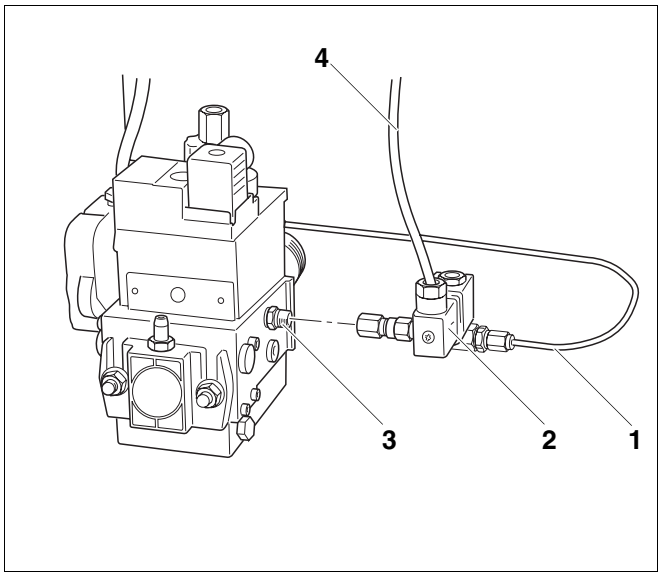

Afb. 92 Gasklep
- Schroef de aanwezige leiding voor het ontstekingsgas (afb. 92, **pos. 1**) aan de gasklep (binnenzijde) en aan de ontstekingsbrander los.
- Breng het ventiel voor het ontstekingsgas (afb. 92, **pos. 2**) aan de gasklep (binnenzijde) aan.
- Breng de geleverde leiding voor het ontstekingsgas aan de ontstekingsbrander en aan de klep voor het ontstekingsgas (afb. 92, **pos. 2**) aan.
- Voer de aansluitleiding voor de klep voor het ontstekingsgas (afb. 92, **pos. 4**) naar de brandersturing en sluit ze aan zoals aangegeven op het schakelschema.